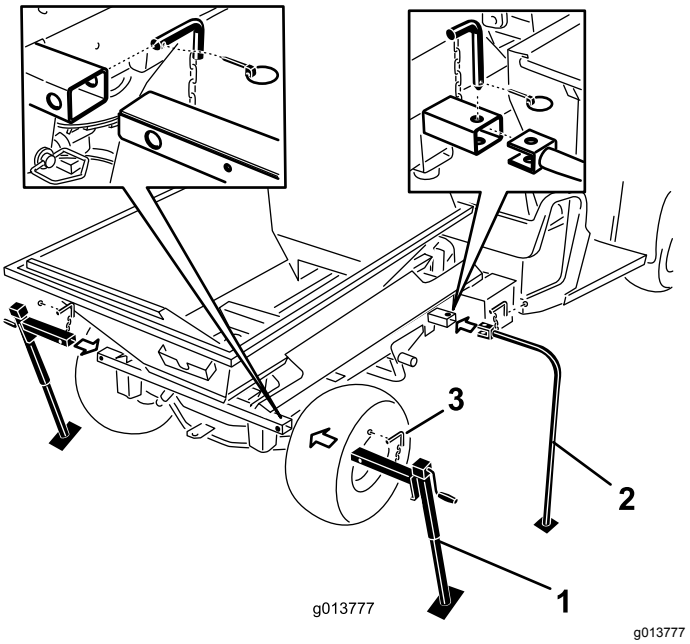

**Figur 49**
7. Sett de fremre lagringsbena og de bakre jekkstøttene inn i rørene på maskinen, og fest dem med låsestiftene (Figur 49).